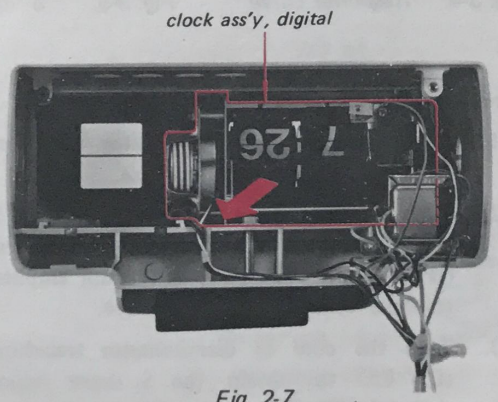

*Fig. 2-7.*
4. Take out the digital clock in the direction shown by the arrow in Fig. 2-7.